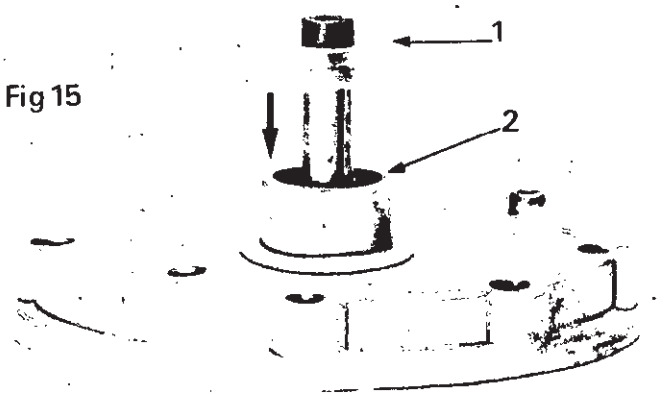

Fig 15
- enfiler un joint d'étanchéité neuf sur la tige de la membrane (Fig. 15) et le pousser jusqu'au contact du plan d'étanchéité de la bride,